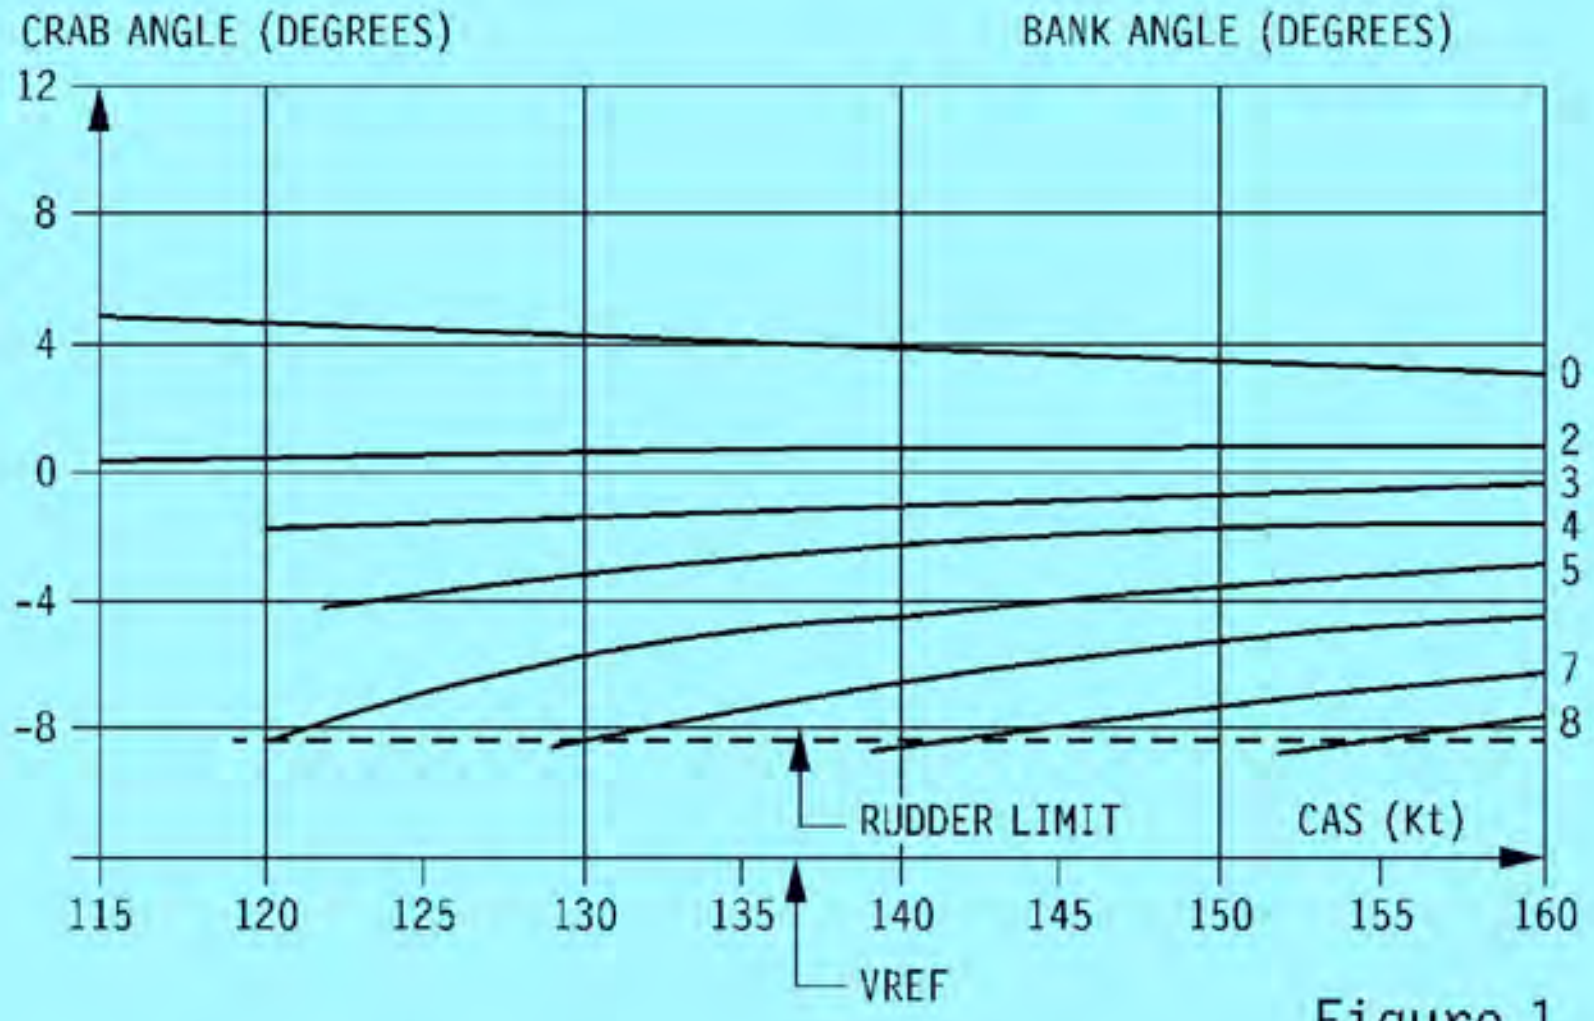

Figure 1
- The graphs shown hereafter (Figures 1 to 3) give, for a typical landing weight and full flaps configuration, the relation between bank angle and crab angle as a function of airspeed.